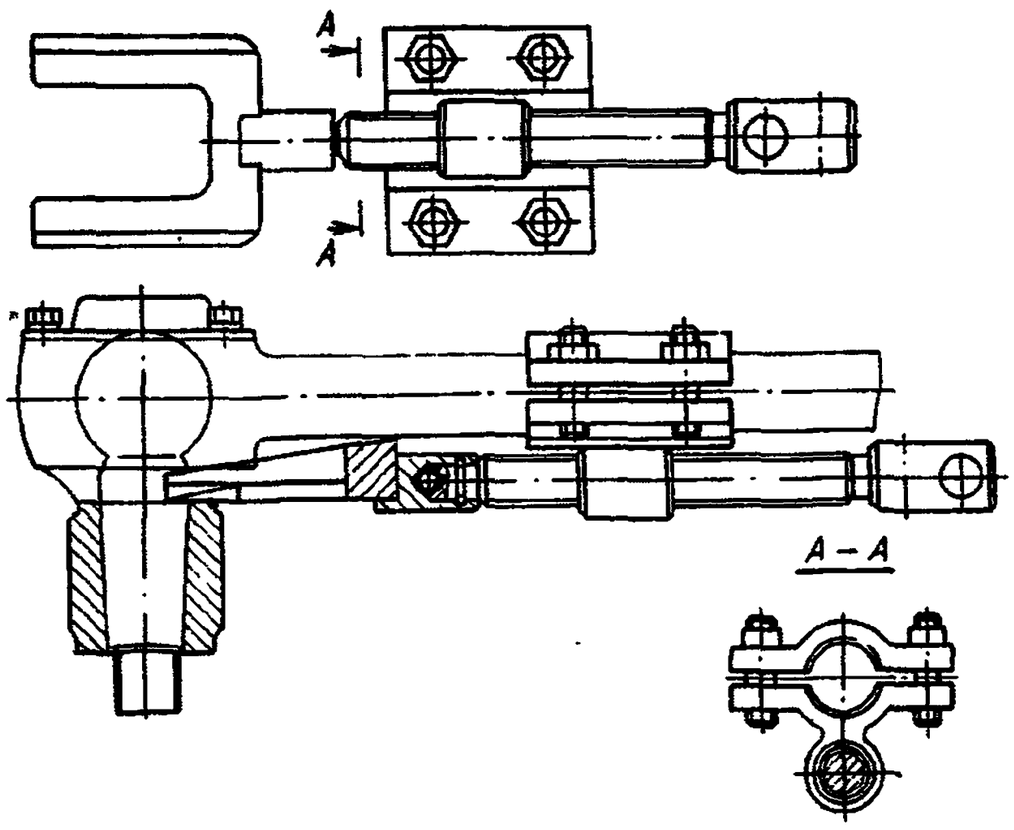

Рис. 51. Съемник реактивных штанг задней подвески
2. Расшплинтуйте и отверните гайку шарового пальца и выпрессуйте его съемником (рис. 51) из рычага реактивной штанги задней подвески	Накидной ключ 46 мм, монтажная лопатка, съемник, молоток, выколотка, плоскогубцы